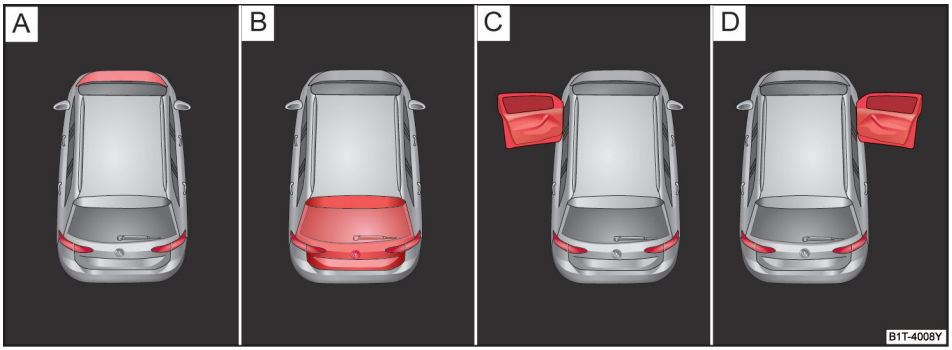
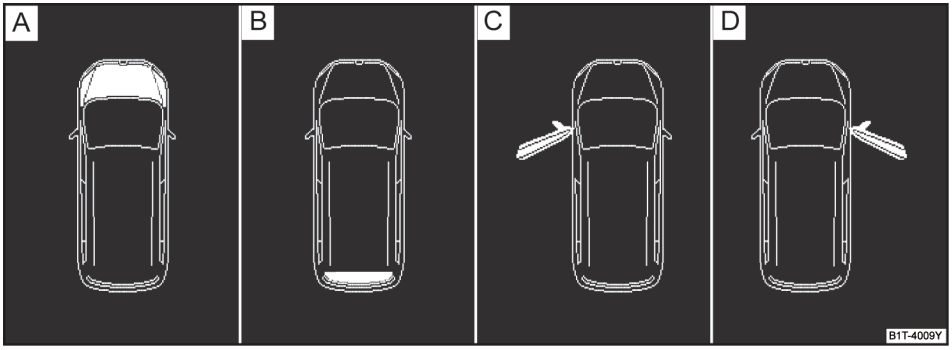

图 10 部分车型显示屏显示：[A] 发动机舱盖处于打开状态，[B] 行李厢盖处于打开状态，[C] 左前车门处于打开状态，[D] 右前车门处于打开状态
图 11 显示屏显示：[A] 发动机舱盖处于打开状态，[B] 行李厢盖处于打开状态，[C] 左前车门处于打开状态，[D] 右前车门处于打开状态
- 车门、发动机舱盖和行李厢盖未关闭→ 图 10 或→ 图 11
→ 图 10 或 → 图 11 说明：